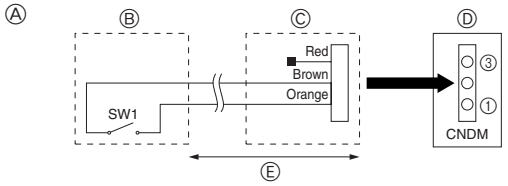

Fig. 8-1
8.1. Stille werking (wijziging ter plaatse) (Fig. 8-1)